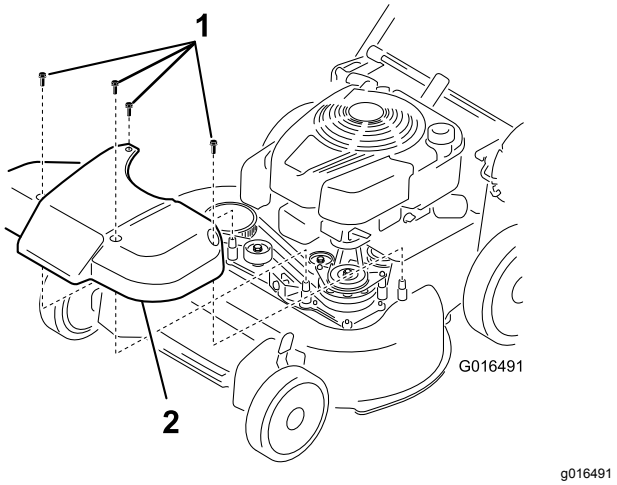

Figur 39
1. Fjern dekselet til knivdrivssystemet (Figur 39).